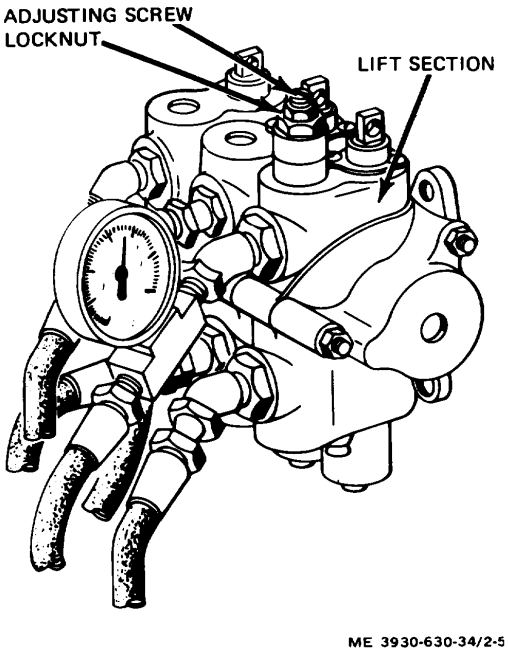

Figure 2-5. Lift plunger section relief valve adjustment.
(1) Adjust lift plunger section relief valve as follows. (fig. 2-5.)